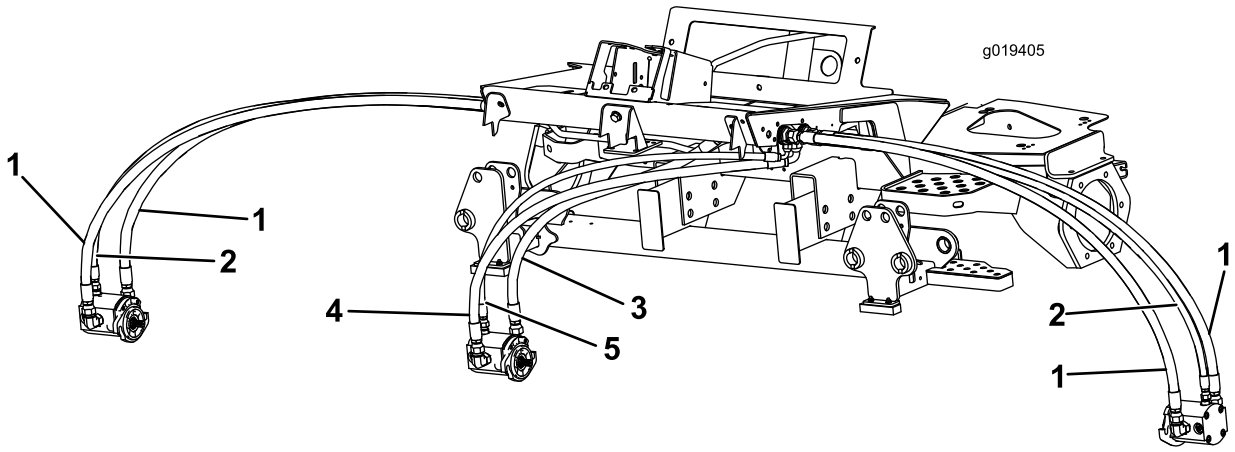

**Figur 1**
2. Fjern og udskift slangerne på den forreste klippeenhed. Hver ny slanges delnummer vises i Figur 1.